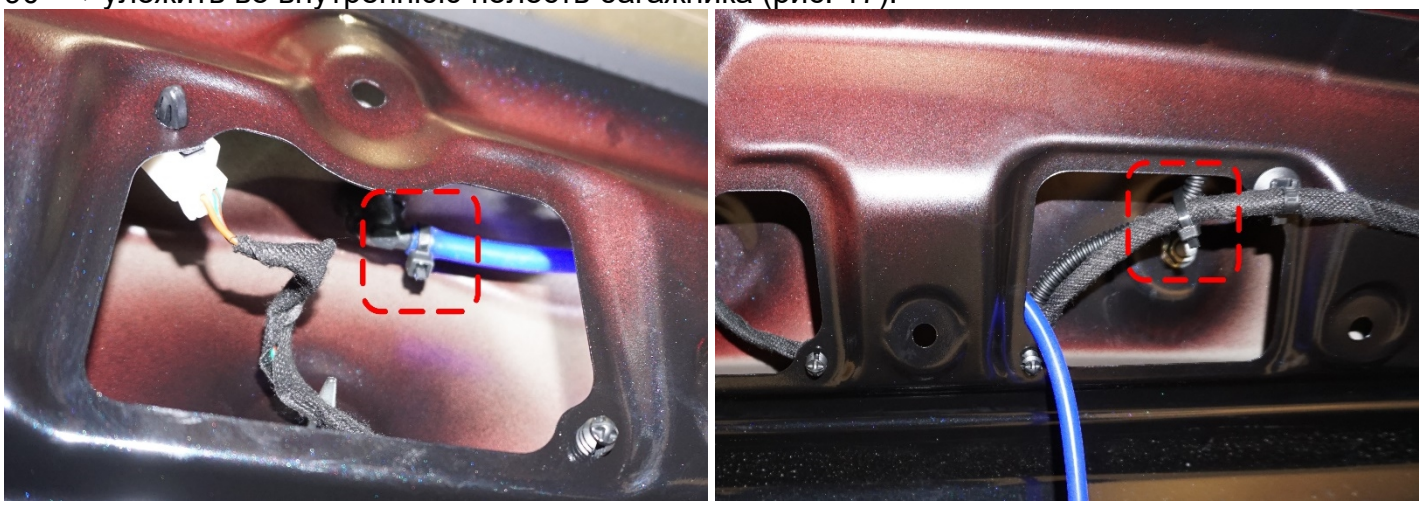

Рисунок 17 – Фиксация трубки
3. Зафиксировать трубку к штатному жгуту стяжками [6], так чтобы не было перегибов больше 90° → уложить во внутреннюю полость багажника (рис. 17).